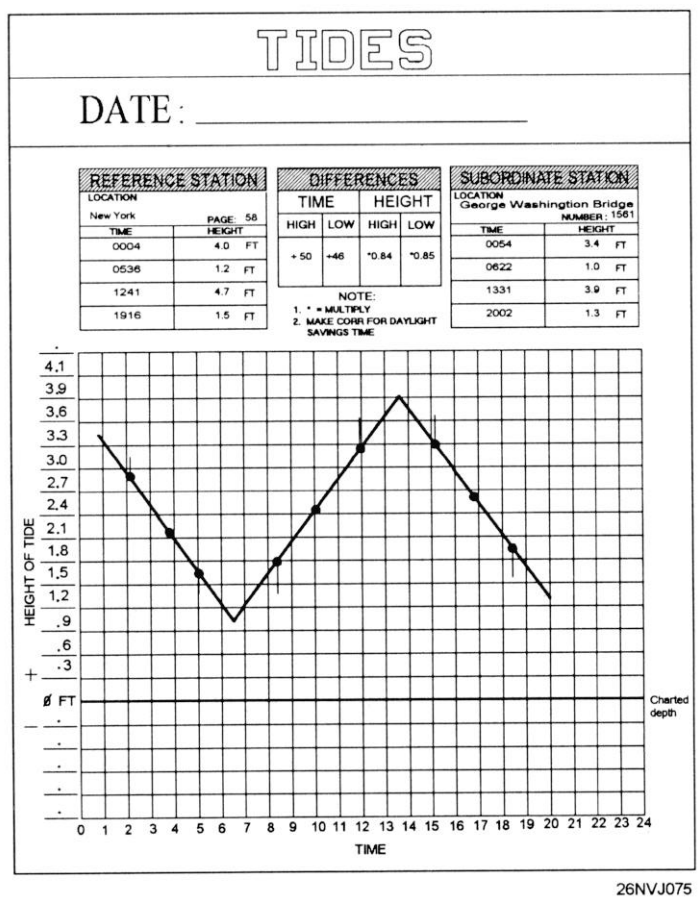

Figure 7-7. Repeat steps for the remaining two lines.
6.	Repeat steps 4 and 5 for the remaining two lines as shown in figure 7-7. Be sure to use the length of the line you are working with for your computations; using the same measurement for the first line will not work.